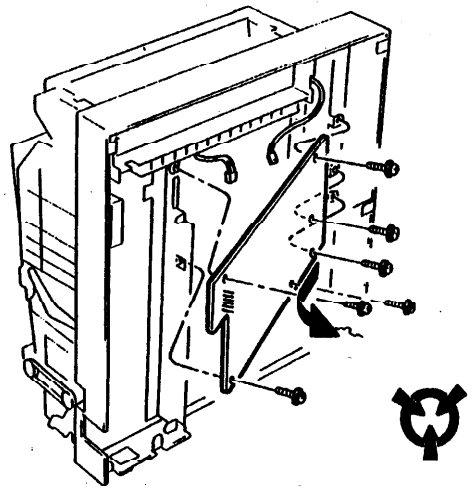

Рис. 1. Высоковольтный блок питания.
4. Отвинтите шесть винтов, крепящих высоковольтный блок питания к раме аппарата (Рис. 1).